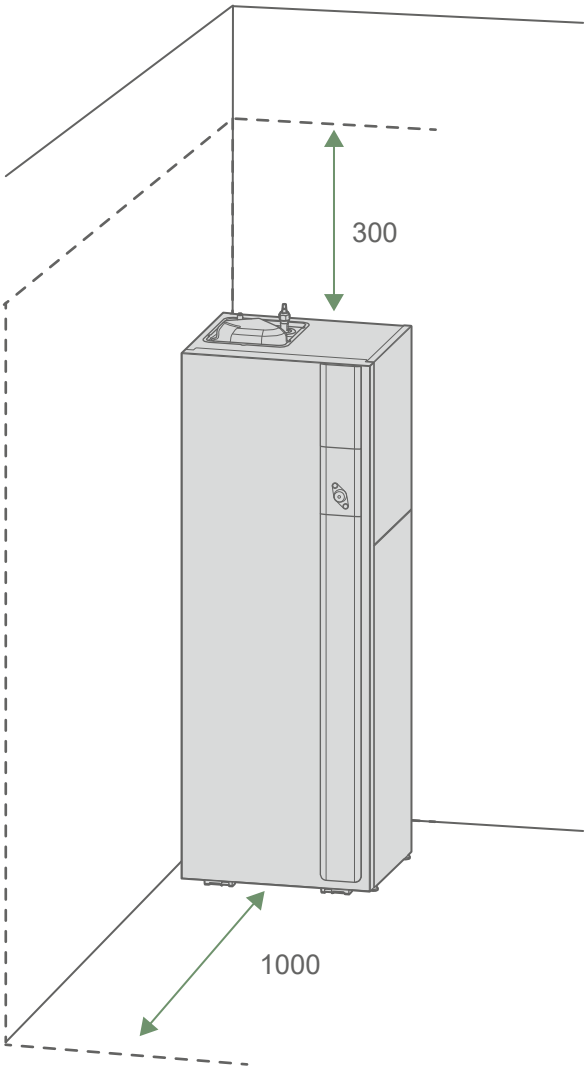

fig. 17 - Minimum installation clearance requirements around the hydraulic unit for maintenance
- To make maintenance easier and allow access to the various components, it is recommended to allow for enough space all around the hydraulic unit (*fig. 17*).